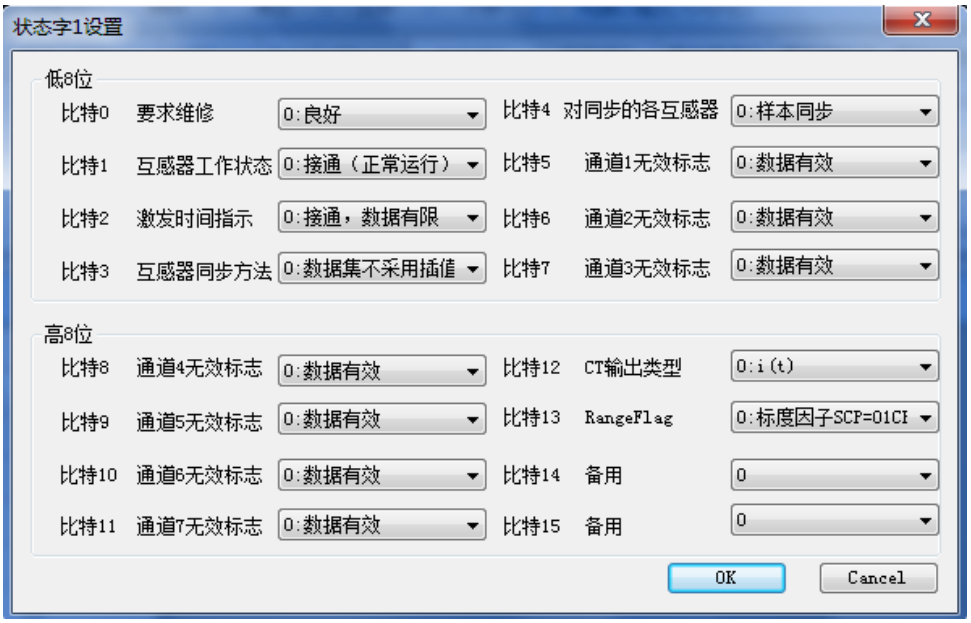
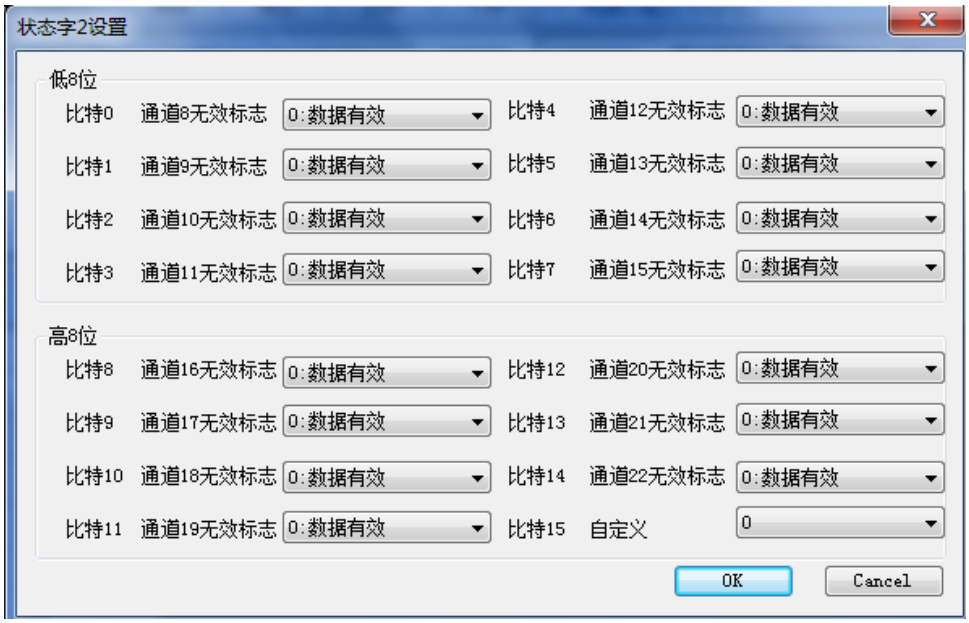

图 3-9　FT3（IEC60044-7/8）状态字 1 设置
图 3-10　FT3（IEC60044-7/8）状态字 2 设置
③专用配置：配置每一路SMV的专用参数
- **状态字1、状态字2**　设置SMV的状态字1、状态字2。具体见图3-9，图3-10。